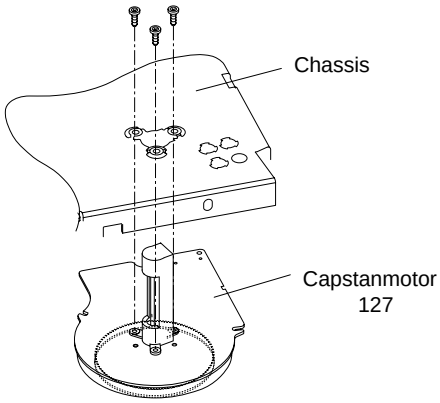

Fig. 16
- 3 Befestigungsschrauben (Fig. 16) auf der Oberseite entfernen und den Capstanmotor nach unten aus dem Laufwerk nehmen.
- Remove the driving belt (pos.126).
- Remove the three capstan motor fixing screws (Fig. 16) and withdraw the capstan motor downward from the tape deck.